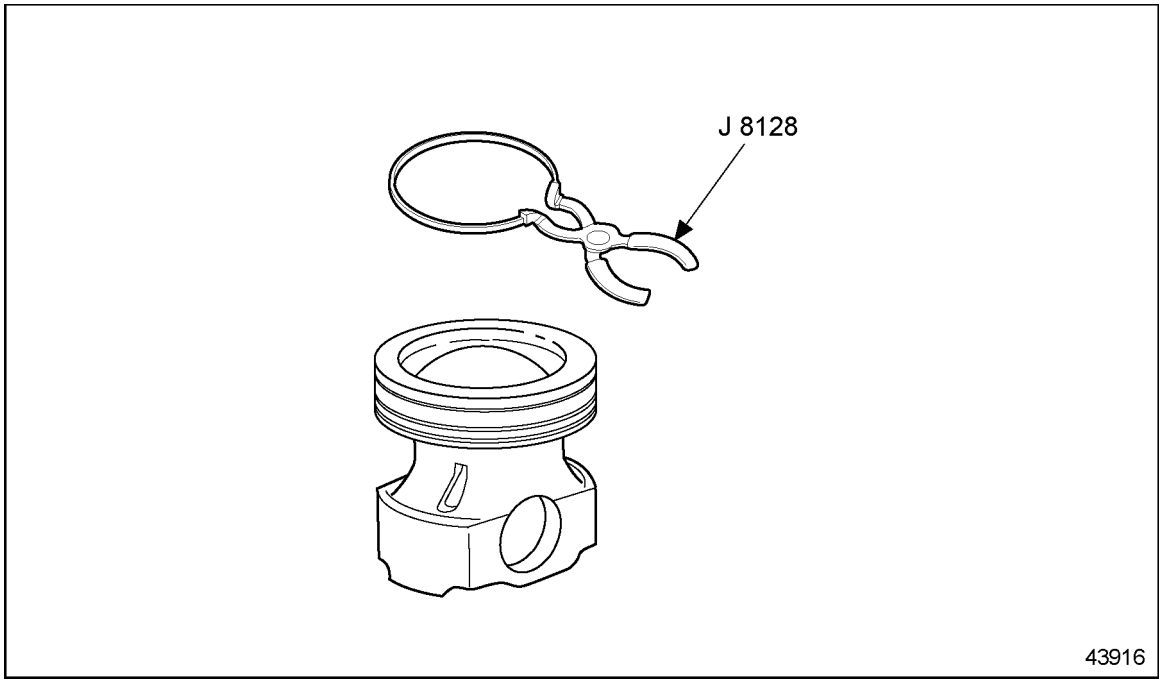

Figure 1-281 Removal of Piston Rings
1. Remove the piston rings with tool J 8128. See Figure 1-281.